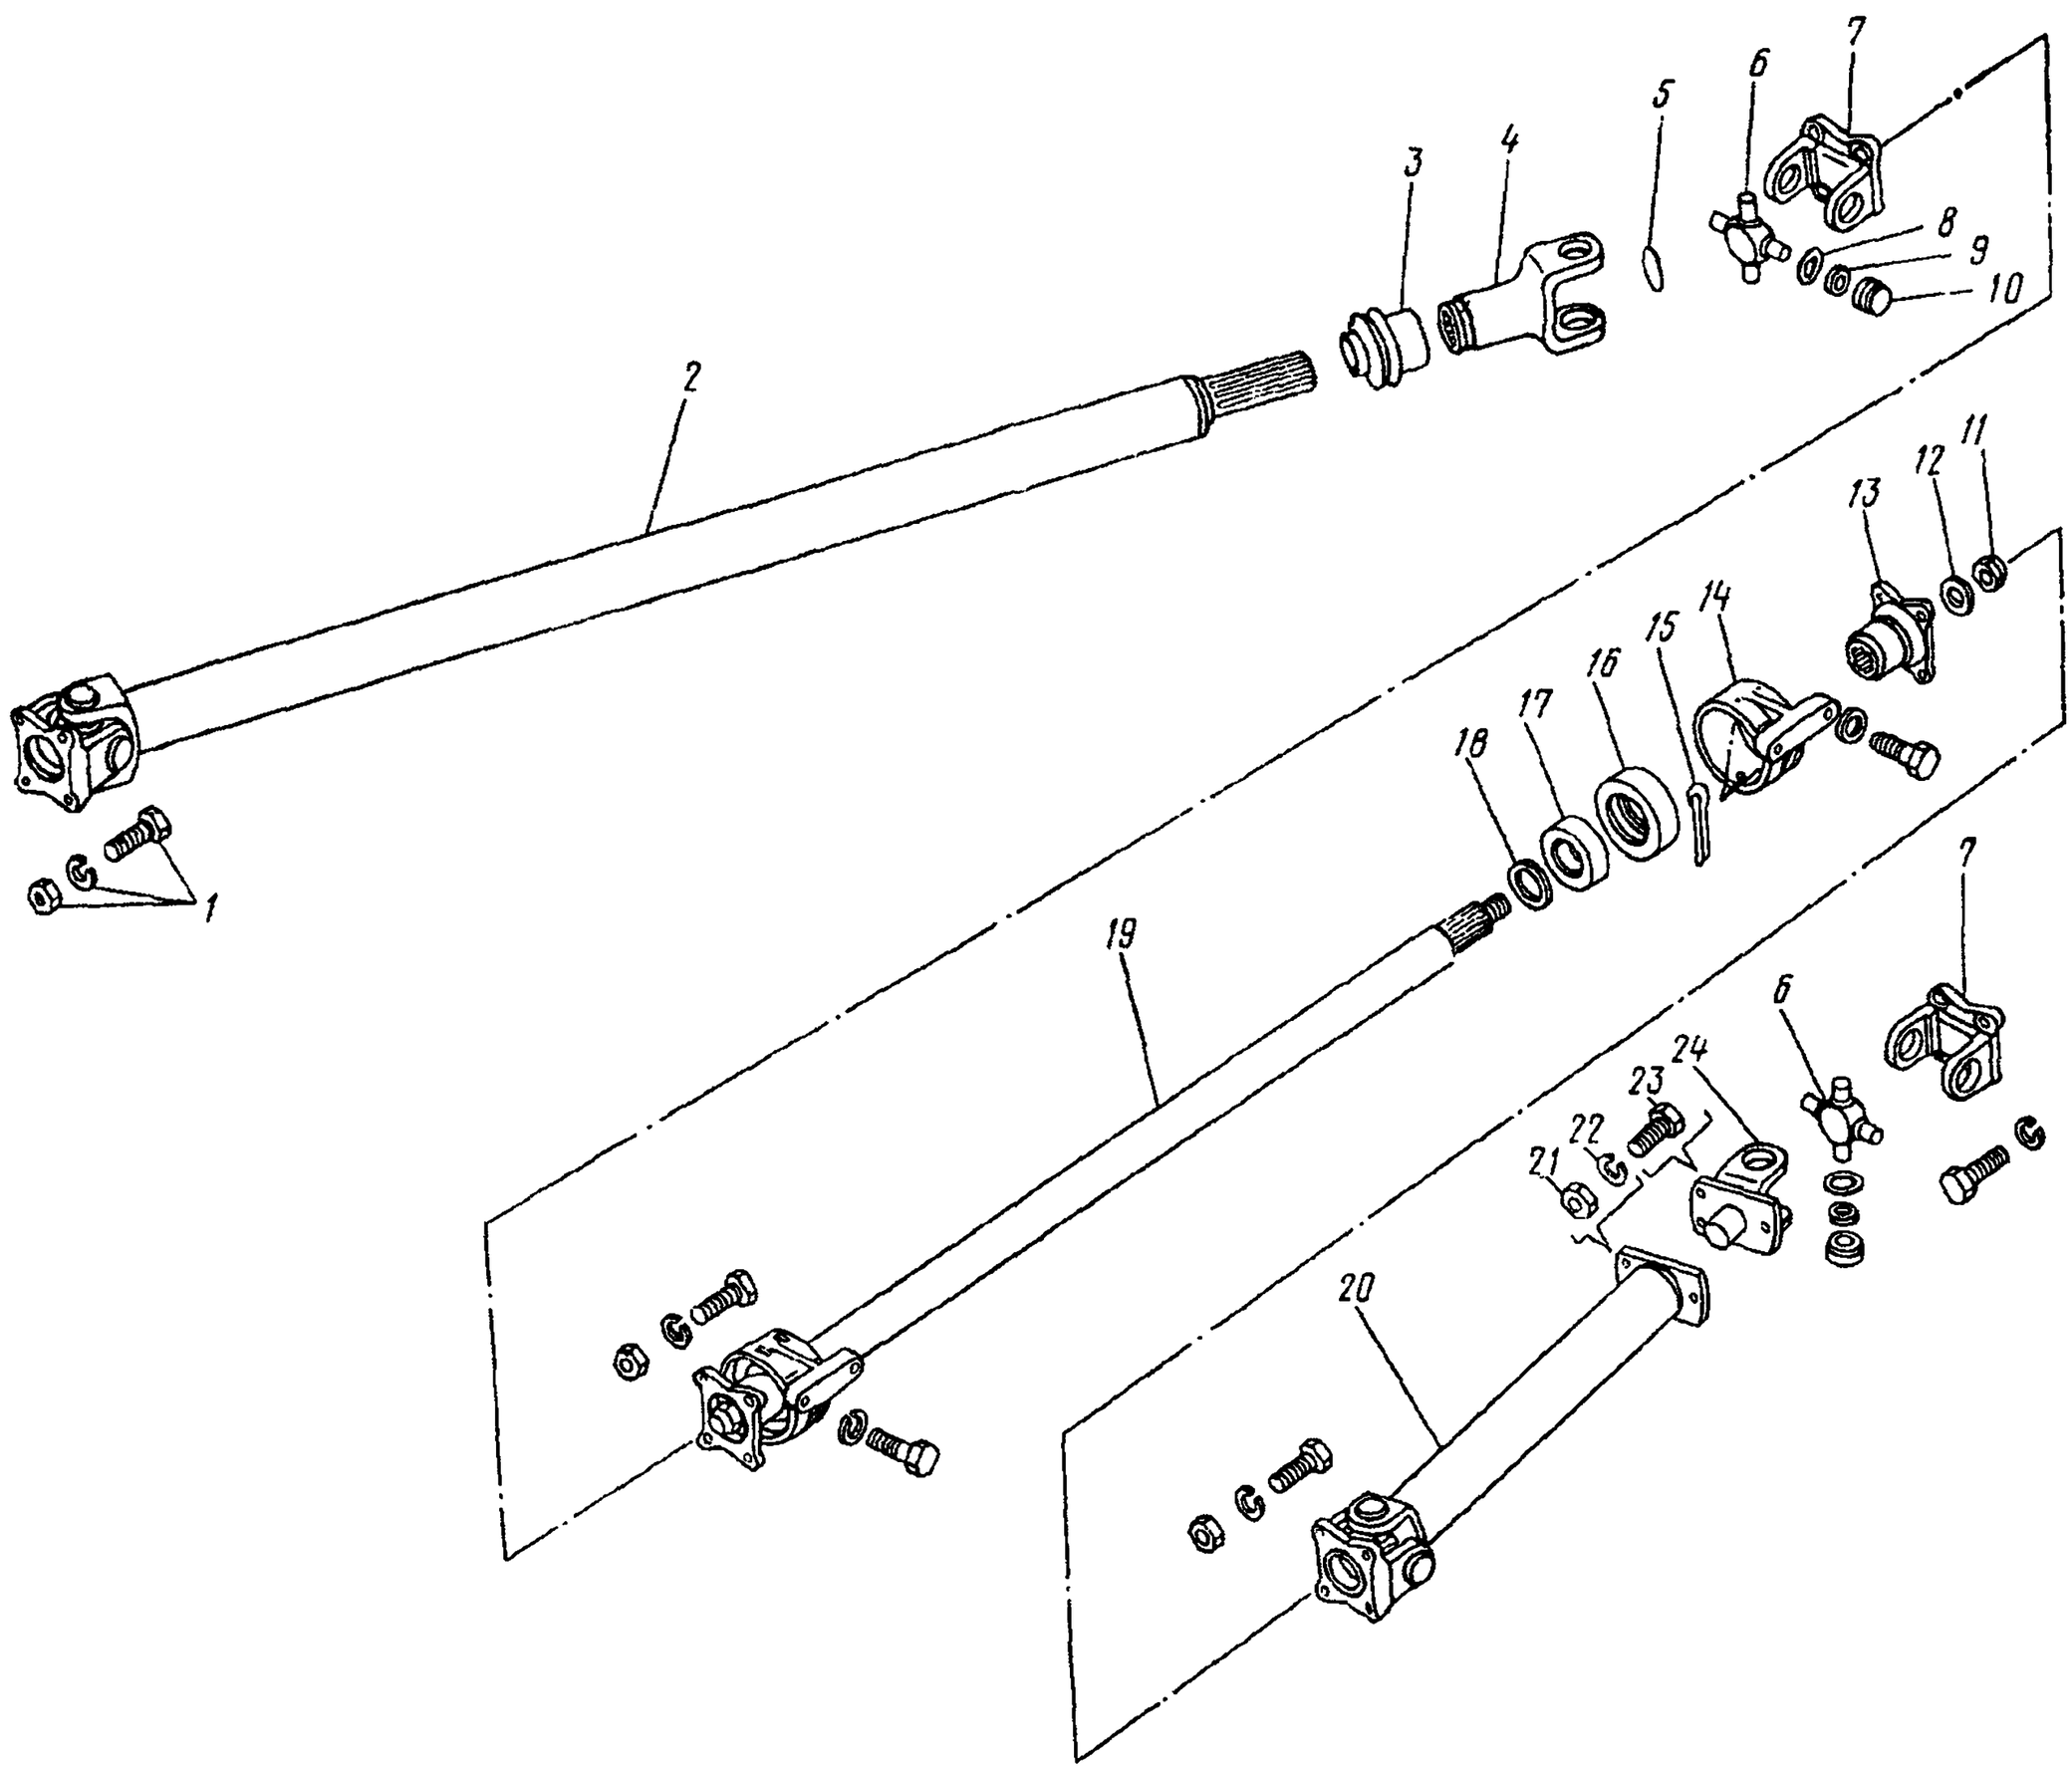

Рис. 360. Валы карданные лебедки:
1. Установите передний вал *2* (рис. 360) в тиски	Тиски, накладки для губок
14. Установите передний вал *2* (см. рис. 360) в тиски, наденьте на него защитную муфту	Тиски, накладка для губок, отвертка